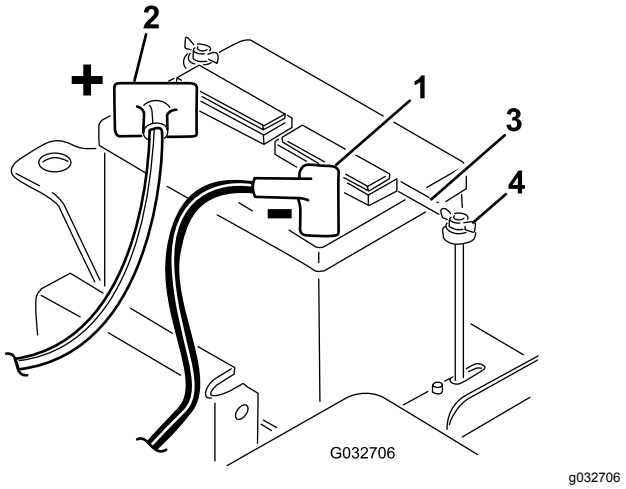

Figur 5
2. Tilslut batteriets pluskabel (rød) fra startmotorens magnetventil til pluspolen (+) på batteriet (Figur 5). Fastgør den med en bræddebolt og møtrik. Sørg for, at kablet er fri af sædet i den bageste position, som kan forårsage slitage eller skade på kablet.
5. Installer batteriklemmen og spændeskiver, og fastgør dem med vingemøtrikker (Figur 5).